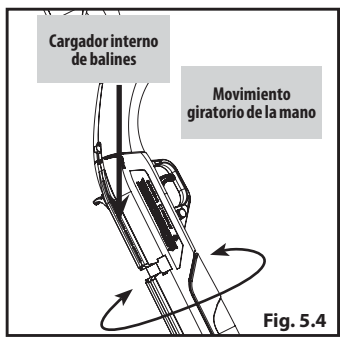

Fig. 5.4
- **b.** Apunte el cañón recto hacia abajo y, con un movimiento de giro de la mano, sacuda y gire el rifle de aire para llenar el cargador interno de balines (Fig. 5.4)